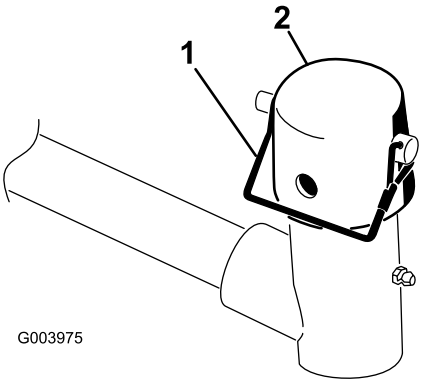

Figur 6
6. Fjern låsestiften og hætten fra løftearmens drejegaffel (Figur 6).
10. Fastgør hætte og bærerammens aksel på løftearmsgaflen med låsestiften (Figur 6).